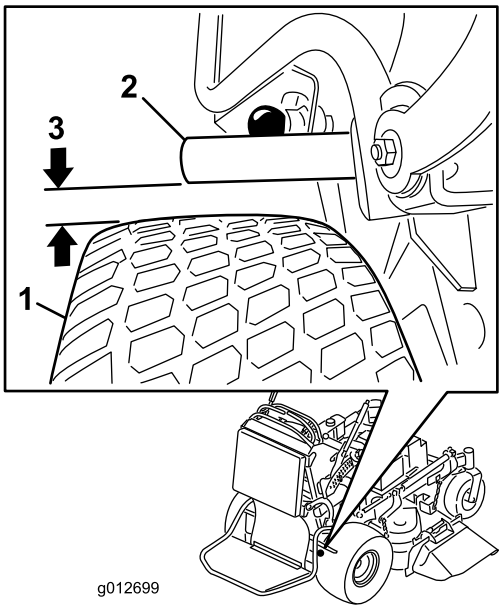

Figure 62
4. Lorsque le frein est desserré, mesurez la distance entre la barre de frein et la roue. La distance doit être comprise entre 5 et 8 mm (3/16 et 5/16 po) (Figure 62). Reportez-vous à la section réglage du frein de stationnement si un réglage est nécessaire.
5. Réglez la chape. La distance entre la barre de frein et la roue doit être comprise entre 5 et 8 mm (3/16 et 5/16 po). Pour serrer le frein, tournez la chape vers le haut. Pour desserrer le frein, tournez la chape vers le bas (Figure 62).